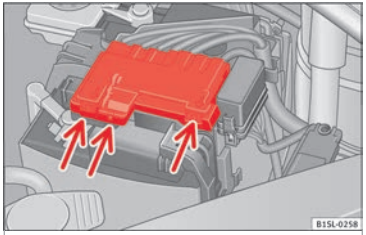

Fig. 172 In the engine compartment: Remove the cover from the vehicle's battery.
- Press on the tabs ››› Fig. 172 (arrows) in the direction of the arrows and lift the battery cover up.